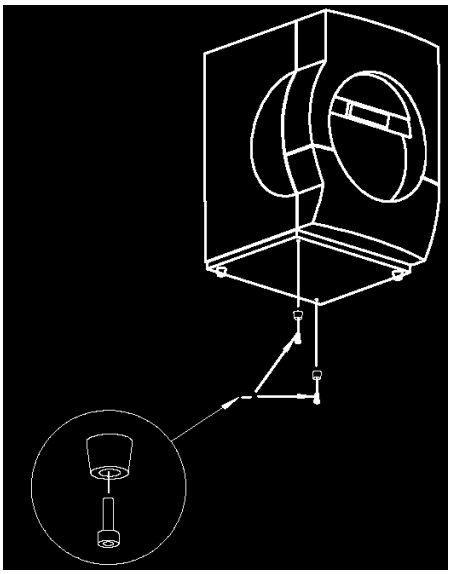

Figure 7 Remove the Two Feet from the Instrument
1) With the instrument on the floor, remove the two feet as shown in Figure 7 from the bottom of the HFA by removing the two screws securing them to the instrument. (Save the 2 removed screws for future use)